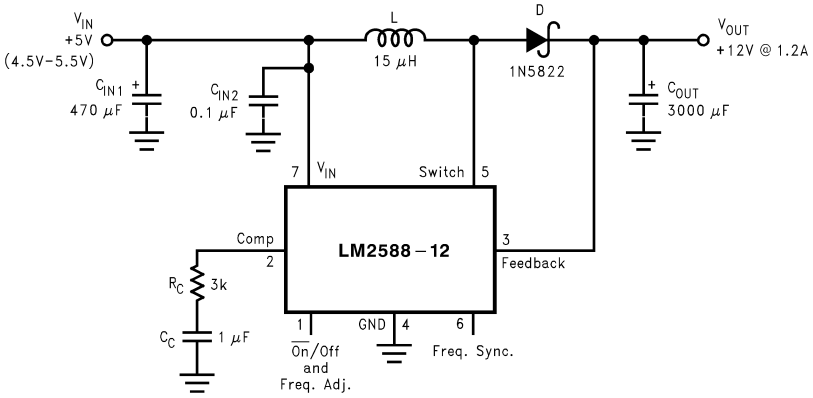

Figure 47. 12V Boost Regulator
Figure 47 shows the LM2588 used as a step-up (boost) regulator. This is a switching regulator that produces an output voltage greater than the input supply voltage.
A brief explanation of how the LM2588 Boost Regulator works is as follows (refer to Figure 47). When the NPN switch turns on, the inductor current ramps up at the rate of V_{IN}/L, storing energy in the inductor. When the switch turns off, the lower end of the inductor flies above V_{IN}, discharging its current through diode (D) into the output capacitor (C_{OUT}) at a rate of $(V_{OUT} - V_{IN})/L$. Thus, energy stored in the inductor during the switch on time is transferred to the output during the switch off time. The output voltage is controlled by adjusting the peak switch current, as described in the Flyback Regulator section.
By adding a small number of external components (as shown in Figure 47), the LM2588 can be used to produce a regulated output voltage that is greater than the applied input voltage. The switching waveforms observed during the operation of this circuit are shown in Figure 48. Typical performance of this regulator is shown in Figure 49.